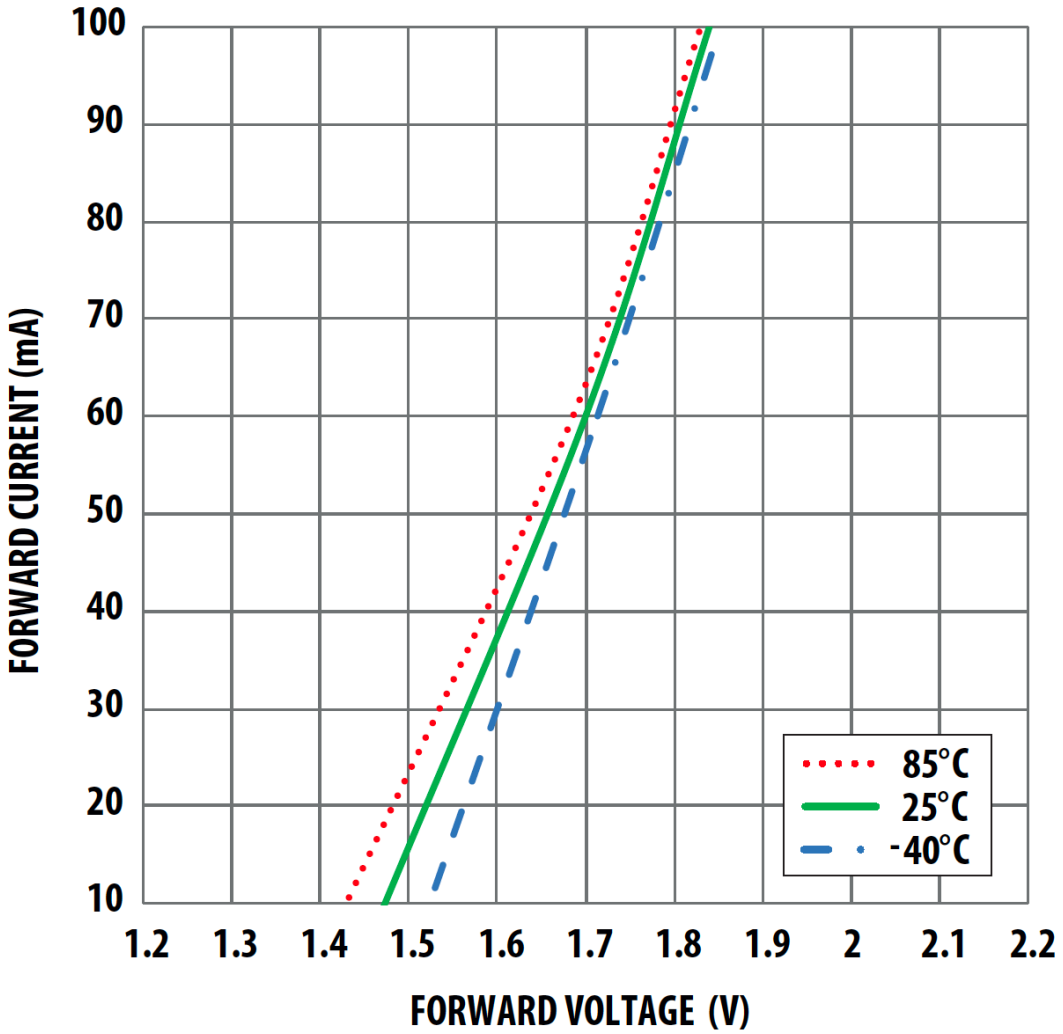

Figure 12.2 : *Caractéristique courant/tension de la diode infrarouge*
- Tracer les droites de charges correspondantes aux 2 positions extrêmes dans la caractéristique $I(V)$ de la Figure 12.2.